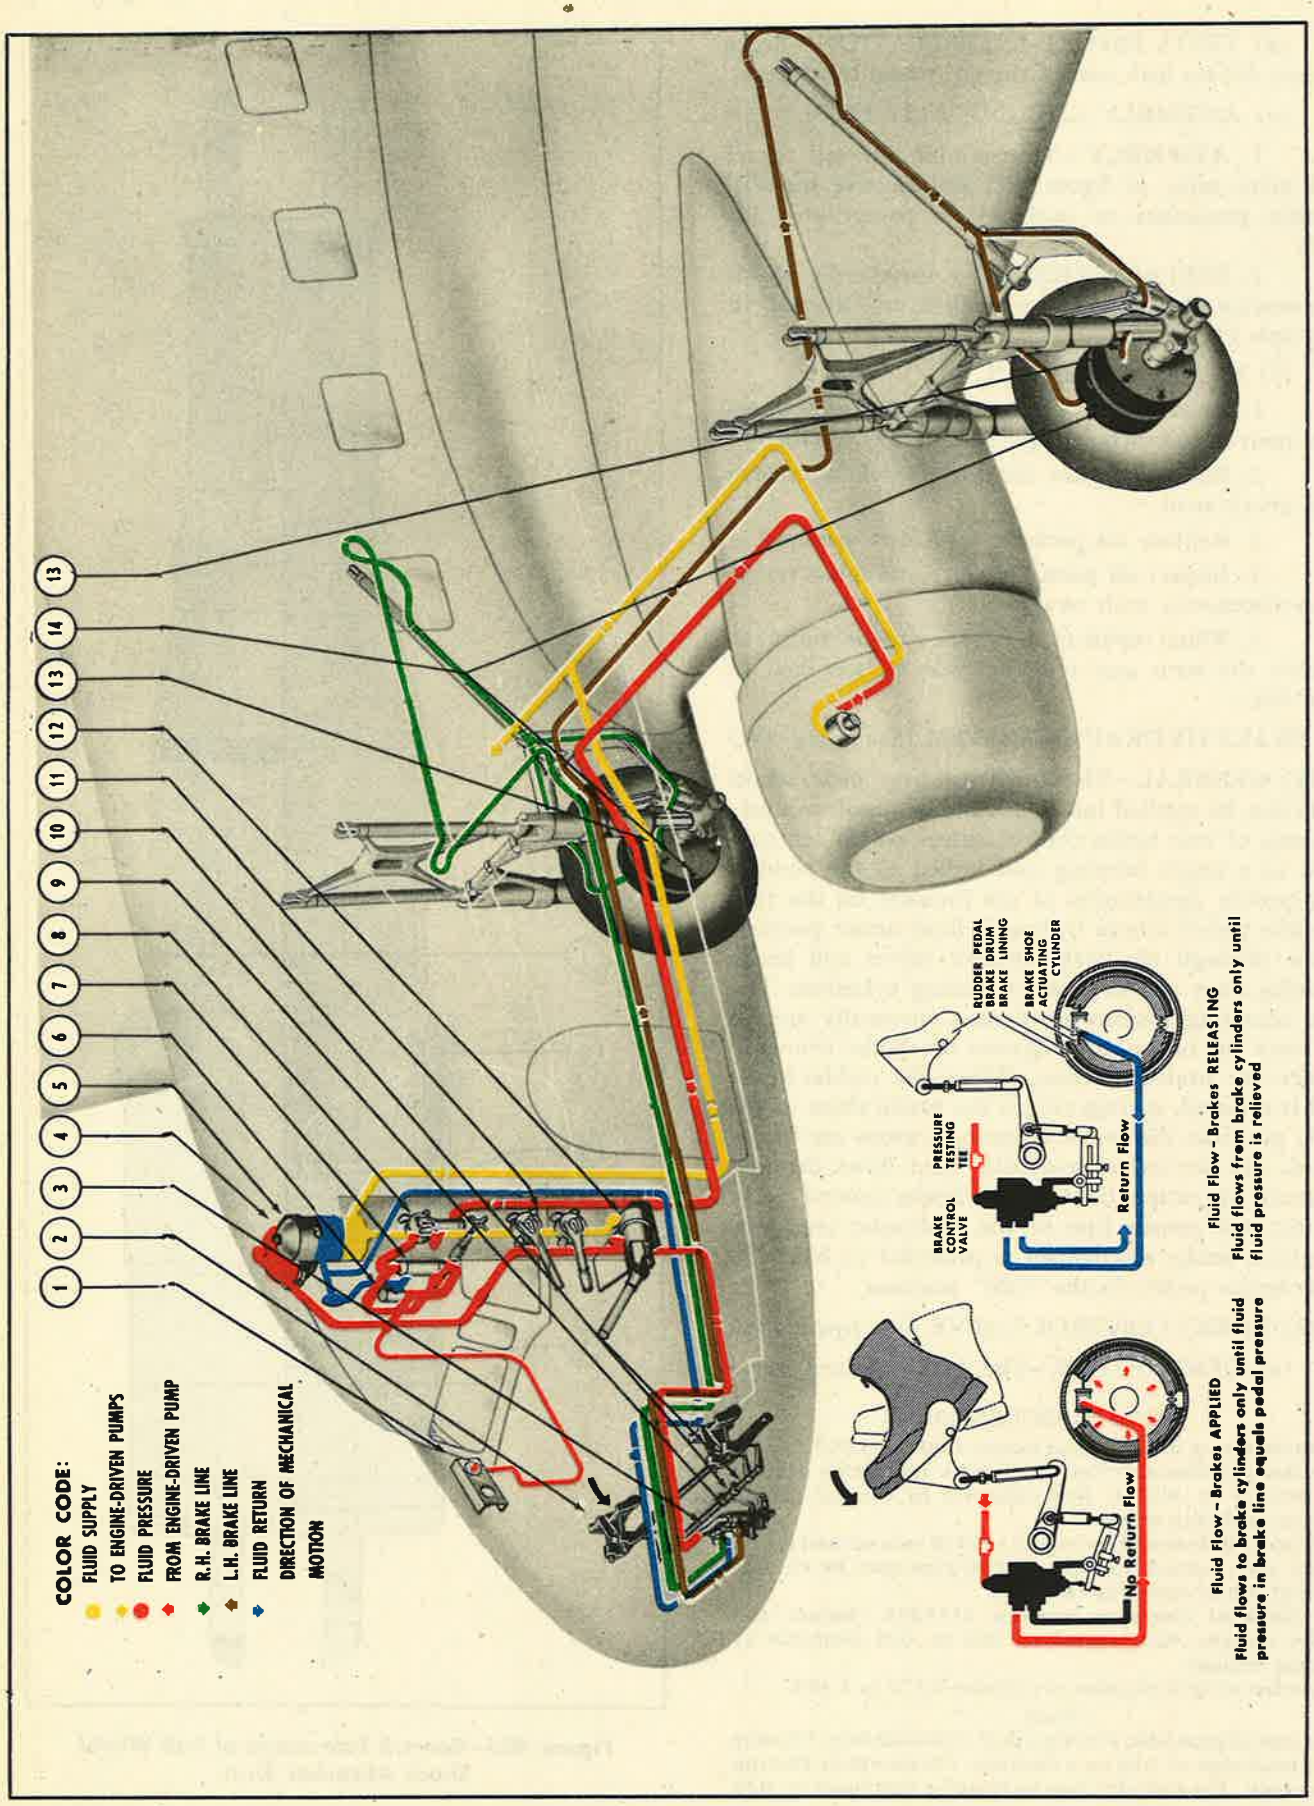
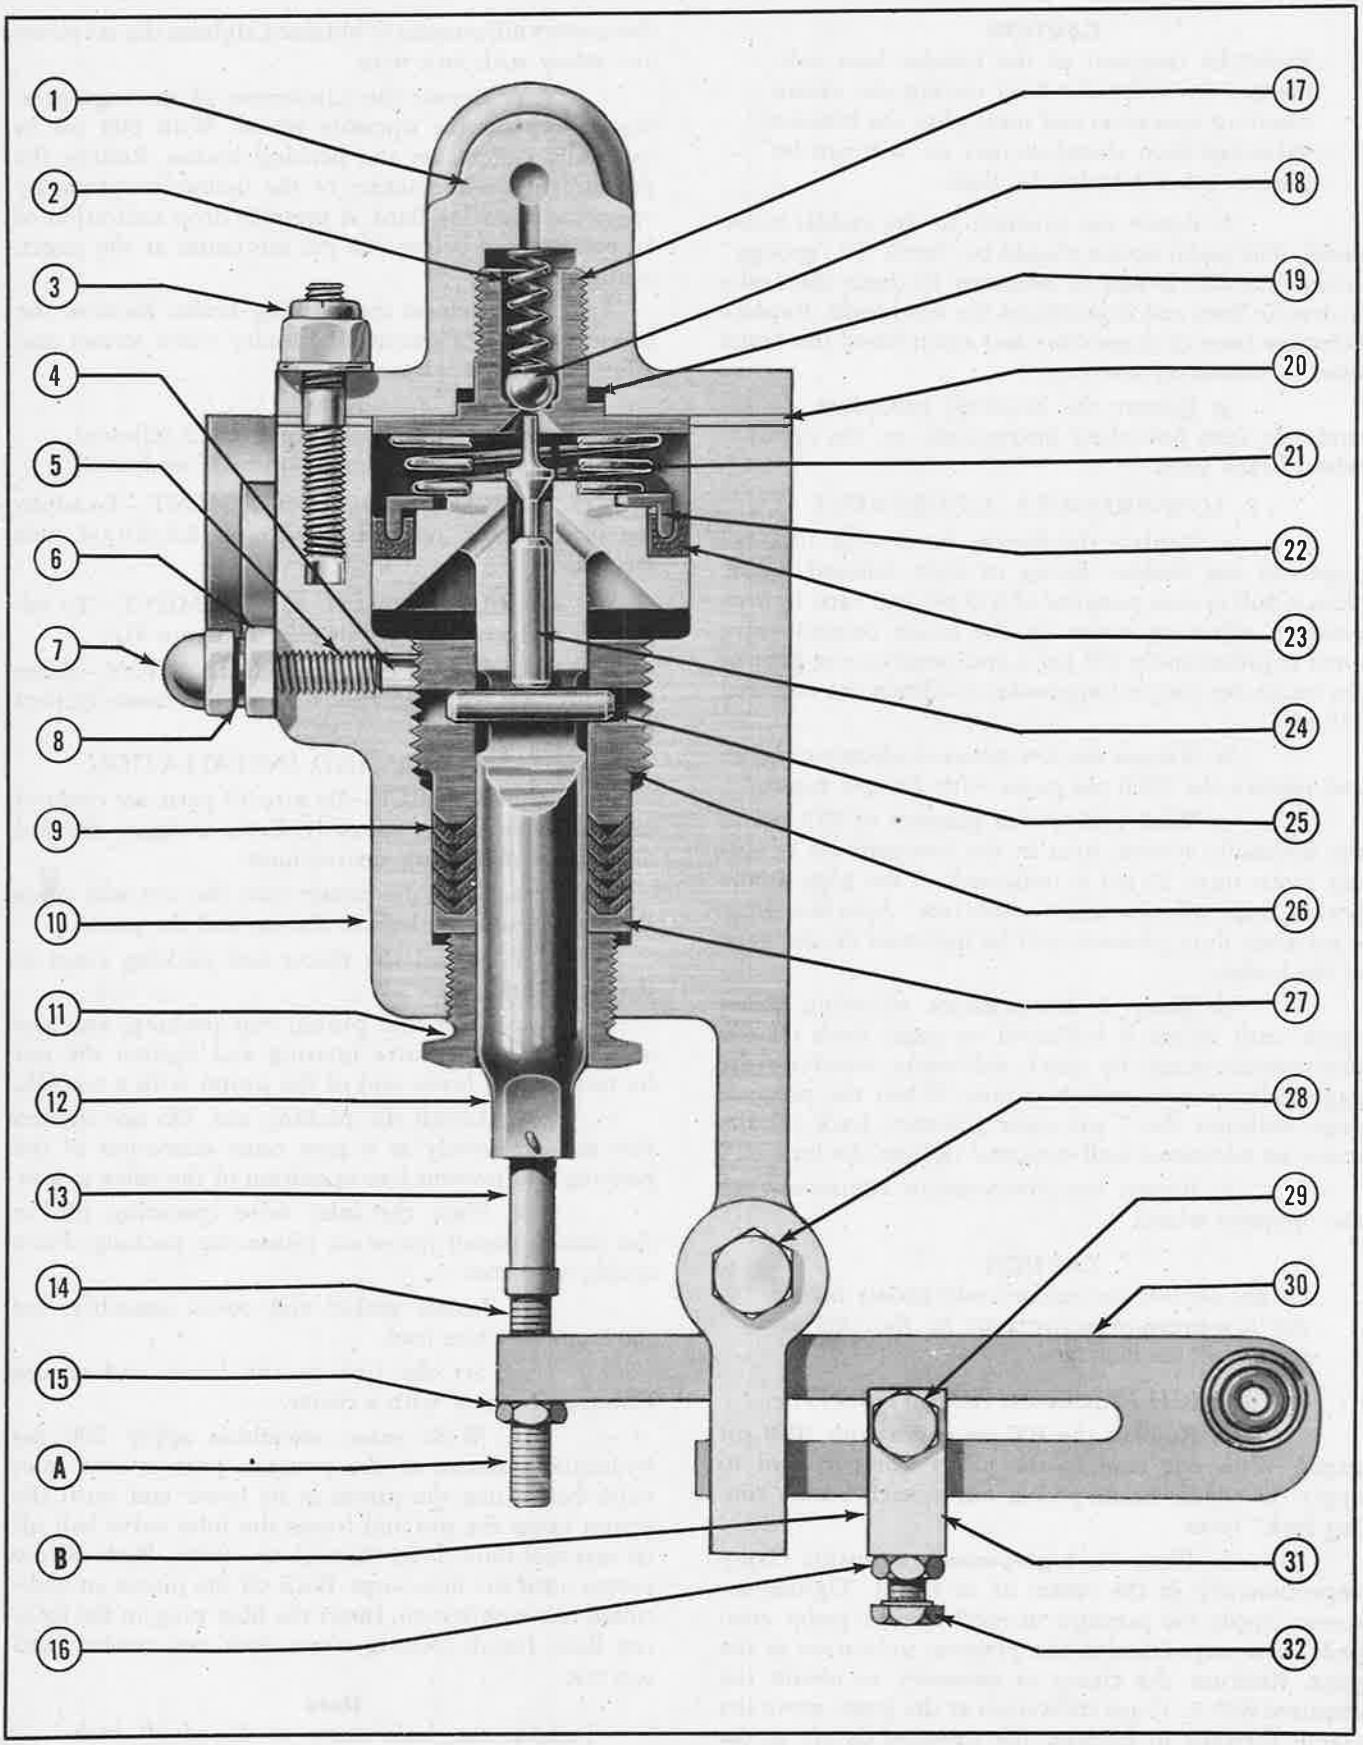

Figure 406—Brake Hydraulic System
Figure 408—Brake Control Valve Assembly
d. BRAKE HYDRAULIC SYSTEM. *(See figure 406.)*
(1) GENERAL.—The main landing gear wheel brakes may be applied independently or simultaneously by means of two brake control valves which are contained in a single housing and linked to the rudder-brake pedals. Application of toe pressure on the rudder-brake pedals allows hydraulic fluid under pressure to flow through the brake control valves and brake operating lines to the brake actuating cylinders. The brake actuating pistons are forced outwardly and in turn force the brake shoes against the brake drums to produce the braking action. When the rudder-brake pedal is released, springs return the brake shoes to the "OFF" position, the brake actuating pistons are forced inward, and the excess hydraulic fluid flows through the brake operating lines to the brake control valve and into the return line to the hydraulic reservoir. A parking brake mechanism is provided to hold the rudder-brake pedals in the "ON" position.
(2) BRAKE CONTROL VALVE. *(See figure 408.)*
KEY TO FIGURE 406
2. DISASSEMBLY.—The brake control valve should not be disassembled except at repair depots where the proper tools and adequate testing facilities are available. If disassembly is attempted refer to figure 408.
1. ASSEMBLY.—Be sure all parts are clean of oil and grease before assembly. Refer to figure 408 and observe the following instructions:
KEY TO FIGURE 408
1. Remove the power brake control valve as instructed in paragraph 13.*d.*(2)*(b),* and refer to figure 408 for disassembly of the valve.